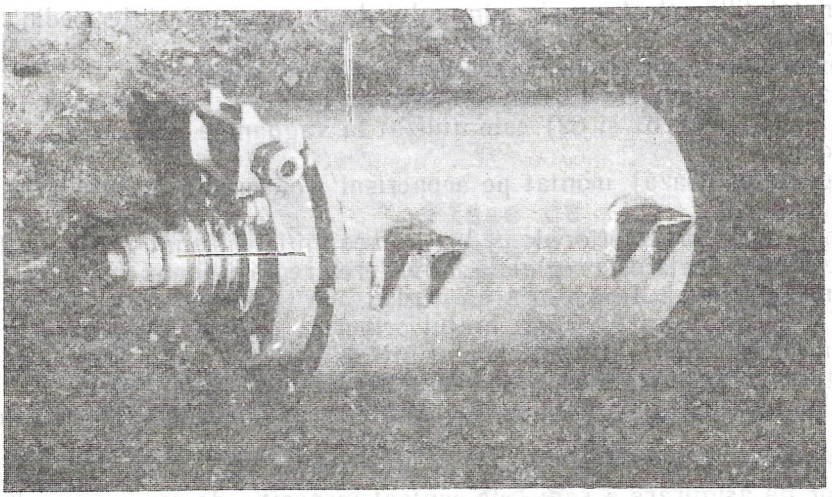

*Fig. 60.* Solenoidul de frînă
- solenoidul propriu-zis, care are o bobină cilindrică (Fig. 60), în interiorul căreia culisează un miez feromagnetic;